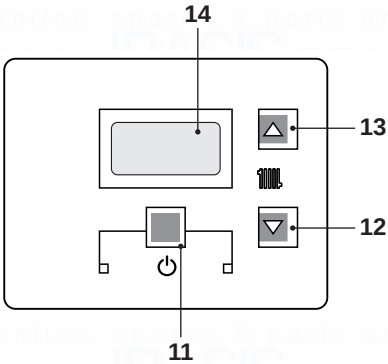

Fig. 7.6
- Press the 11 key for 2 seconds until symbol appears on the display Fig. 7.6.
- Switch off the boiler by pressing the 11 (Fig. 7.6)key for 2 seconds until the 00 symbol appears on the LCD display (Fig. 7.5).
Press the reset key on the boiler control panel 11 (Fig. 7.6) to reset its functioning.